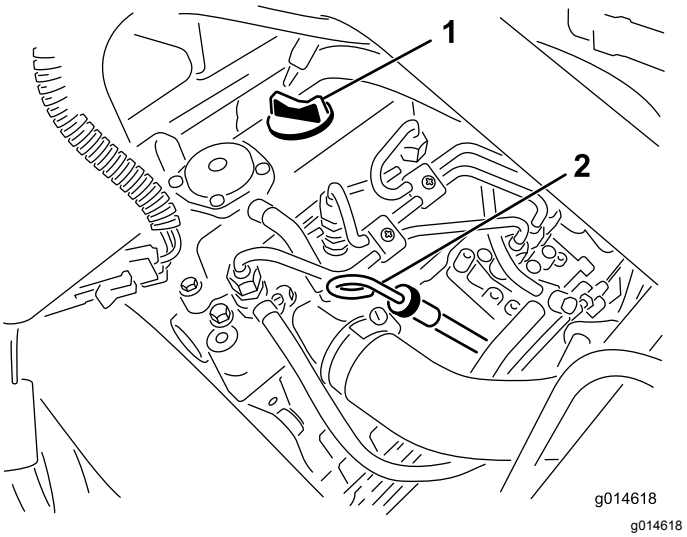

Figur 21
2. Ta ut oljestickan och torka av den med en ren trasa (Figur 21).